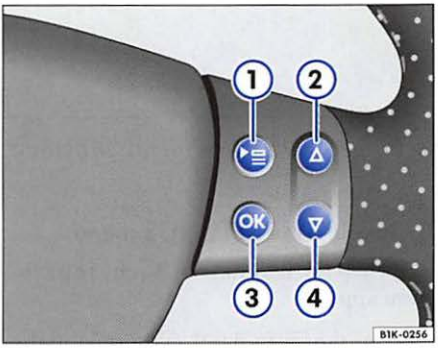

Fig. 10 Multifunction steering wheel: right side
– Press the button ⇒ fig. 10 ① on the multi-function steering wheel until the **SETTINGS** menu is displayed.
– Press the arrow keys △ ② or ▽ ④ to highlight the menu item **Winter tires**. The highlighted menu item is between the two horizontal lines. There is also a triangle on the right ◀.
– Press the OK button ③. The **Winter tires** menu opens.